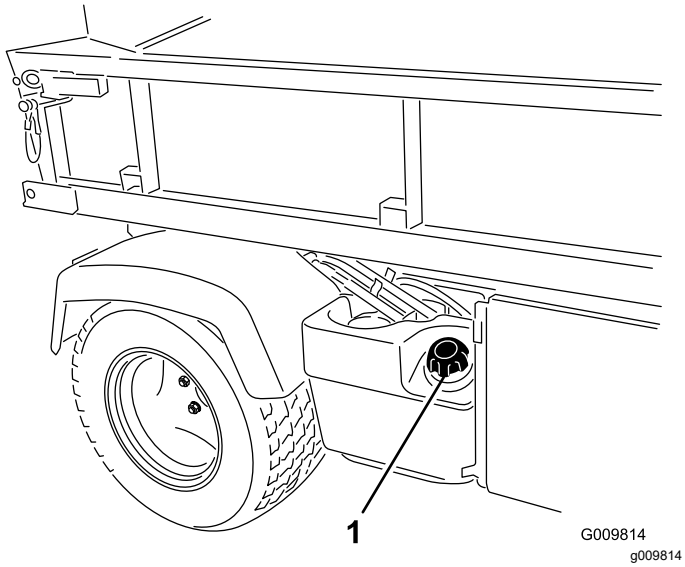

Figur 17
2. Fjern drivstofftanklokket (Figur 17).